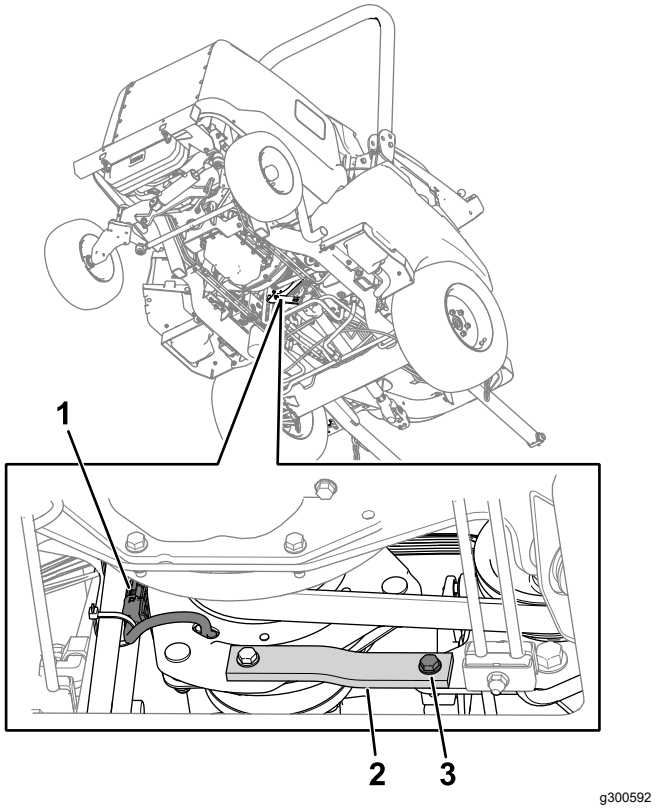

Figur 76
2. Koppla bort kopplingskablaget från maskinkablaget (Figur 76).
3. Ta bort bulten, brickan och muttern från gummiremmen (Figur 76) på ramen.